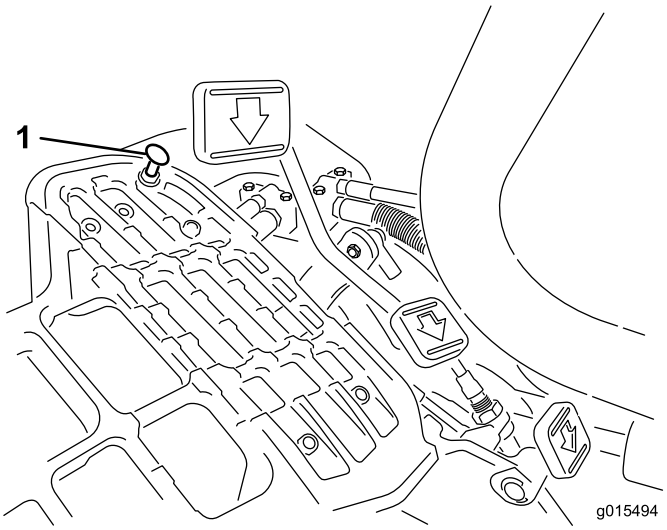

Figuur 50
Om de maximale transportsnelheid te verkrijgen, moet u de schakelhendel in de transportstand zetten en het tractiepedaal intrappen. Als het pedaal contact maakt met de pedaalaanslag (Figuur 50) voordat u spanning op de kabel voelt, is afstelling vereist:
1. Zet de schakelhendel in de transportstand en draai de borgmoer los waarmee de pedaalaanslag is bevestigd aan de vloerplaat (Figuur 50).